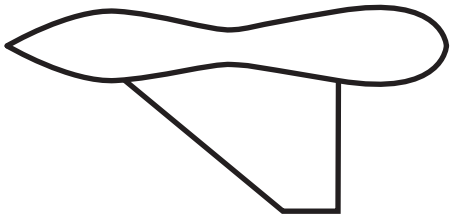

Fig. 6 Area rule
19. **At this point older participants may be introduced to the Area Rule, a theory introduced in the 1950s by NASA scientist Richard Whitcomb.** In 1952, Richard Whitcomb discovered an important aeronautical design process while working at the NASA Langley Research Center in Langley, Virginia. His design process is most often referred to as the Area Rule (Fig 6.). What Whitcomb discovered was that by narrowing the fuselage of an airplane, the drag of an aircraft could be reduced while at the same time provide an increase of aircraft speed without the addition of power. The fuselage is the body of the airplane that holds together all parts of an aircraft. Airplanes that employ the Area Rule have a fuselage resembling an old fashion "Coke bottle."